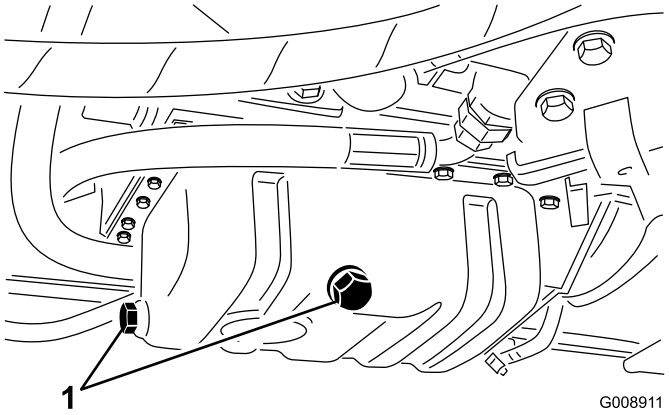

Figur 36
1. Fjern tappepluggen (Figur 36) og la oljen renne ut i en beholder.